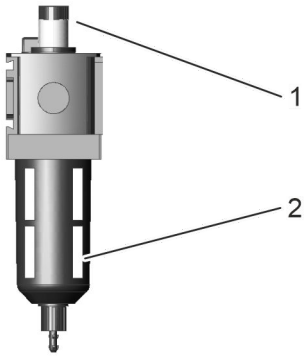

Abb. 17: Nebelöler einstellen
1. Ölfüllstand am Ölbehälter (Abb. 17/2) prüfen. Bei geringem Füllstand Ölbehälter abschrauben. Öl nachfüllen. Ölbehälter anschrauben.
2. Ölmenge (Tropfen pro Minute) während des Betriebs an der Dosierschraube (Abb. 17/1) einstellen. Die Tropfenzahl ist im Schauglas zu erkennen.